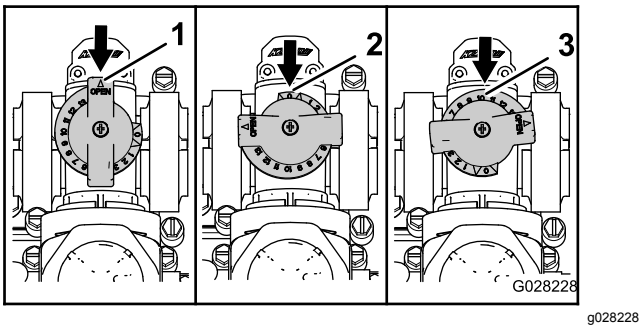

Figur 75
- Överströmningsventilen för omrörning ska vara i öppet läge enligt A i Figur 75.
- Överströmningsventilen för omrörning ska vara i stängt (0) läge enligt B i Figur 75
- Överströmningsventilen för omrörning ska vara i mellanläge (justera i förhållande till sprutans tryckmätare) enligt C i Figur 75.